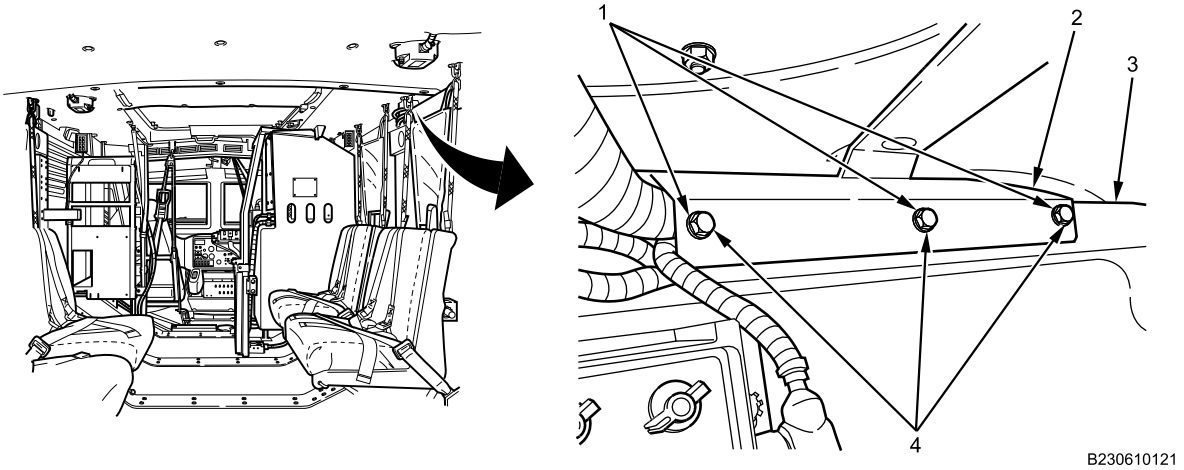

Figure 2. Right Rear Cabin Molding Cover.
2. Remove three bolts (Figure 2, Item 4), flat washers (Figure 2, Item 1), and right rear cabin molding cover (Figure 2, Item 2) from right rear molding channel (Figure 2, Item 3).